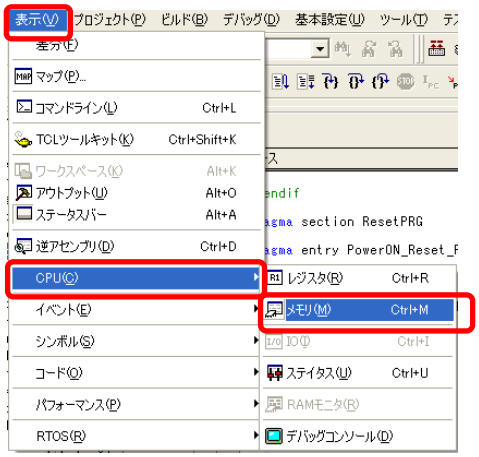

図 4.38　メモリウィンドウの表示
(1) 図 4.38のように表示->CPU->メモリと選択し、メモリウィンドウを開いてください。